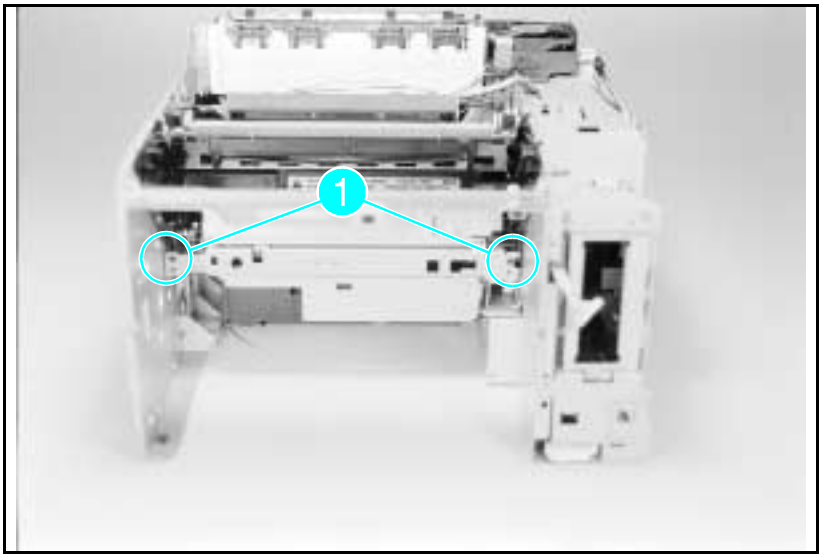

Figure 6-54 Cross Member Screws
4 From the front of the printer, remove the (2) black self-tapping screws that hold the Inner Cross-member. Remove the cross-member (see Figure 6-54 callout *1*).